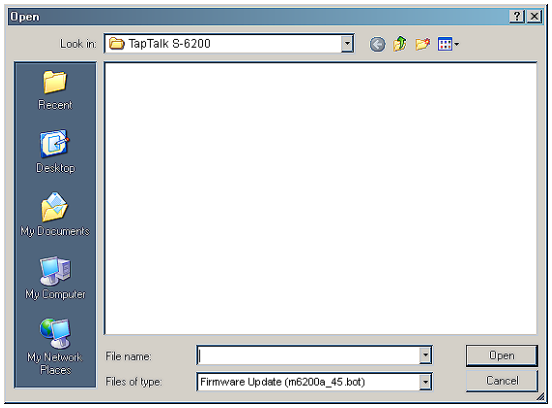

Figure 3-79 Open File Dialog Screen
2. From the TapTalk® Main Screen select **Utility/Send Firmware Update**. TapTalk will display the Open file dialog screen (Figure 3-79) with a default *.bot file extension.